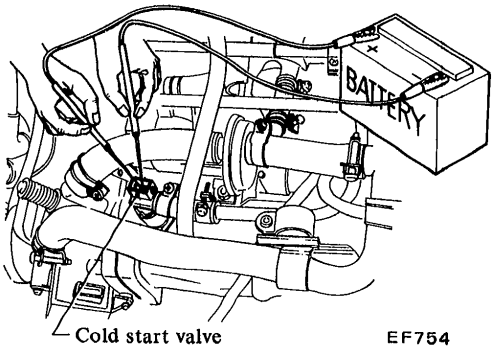

Fig. EF-110 Releasing pressure in fuel system
4. Release pressure in fuel system by connecting other terminals of jumper wires to cold start valve connector for two or three seconds. Refer to Figure EF-110.